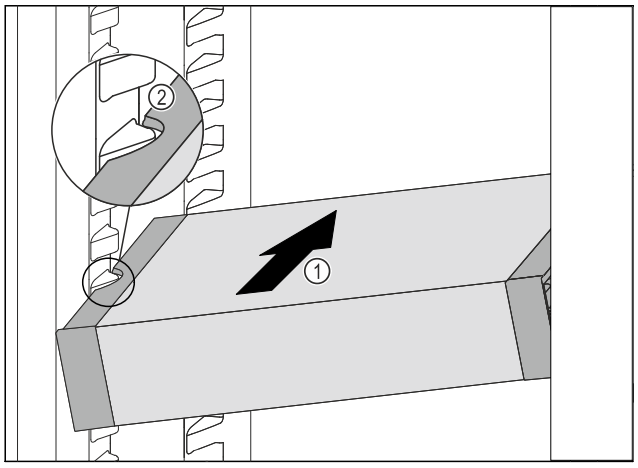

Fig. 107
▶ Insert the VarioSafe into the fridge section at an angle *Fig. 107 (1)* until the recesses in the side *Fig. 107 (2)* of the VarioSafe are at the level of the support rib in the fridge section.